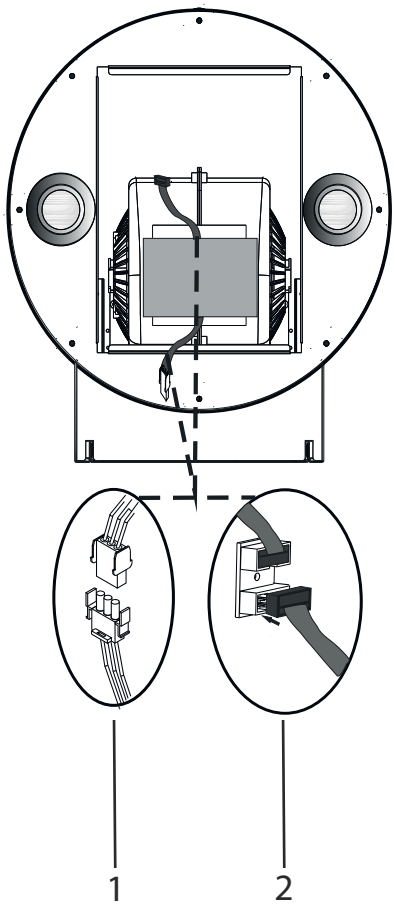

*Fig. 18*
**7.** Ligar a as ligações da tomada e do interruptor (Fig. 18).